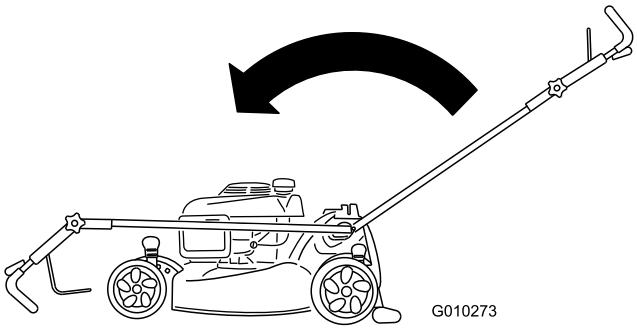

Figuur 52
2. Klap de handgreep helemaal naar voren en draai de knop van de bovenste handgreep los (Figuur 52).